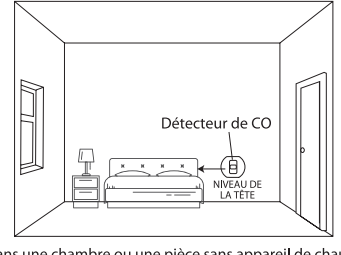

Figure 2 : Installation dans une chambre ou une pièce sans appareil de chauffage (au niveau de la tête)
2. Installer le détecteur de CO dans une chambre ou une pièce sans appareil à combustion (voir figure 2) :